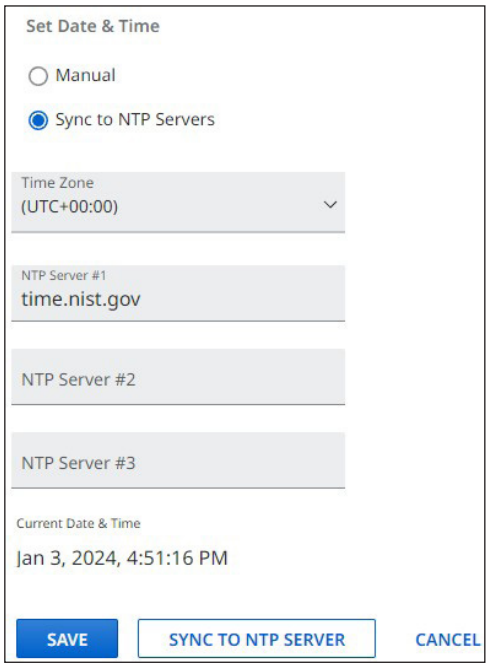

Figure 33. Sync to NTP Servers Mode
1. Click **`EDIT`** in the `Date and Time` panel. The editable fields are displayed (see figure 33).